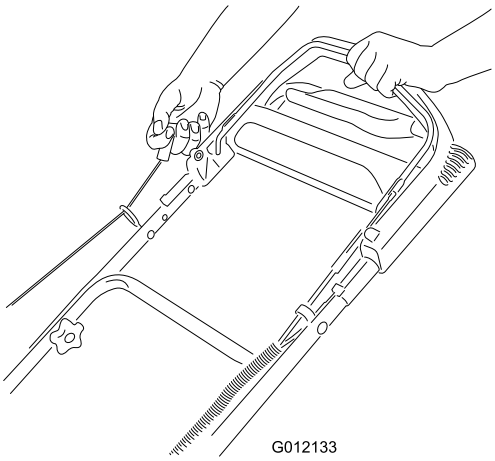

Figuur 12
2. Trek aan de handgreep van het startkoord (Figuur 12).